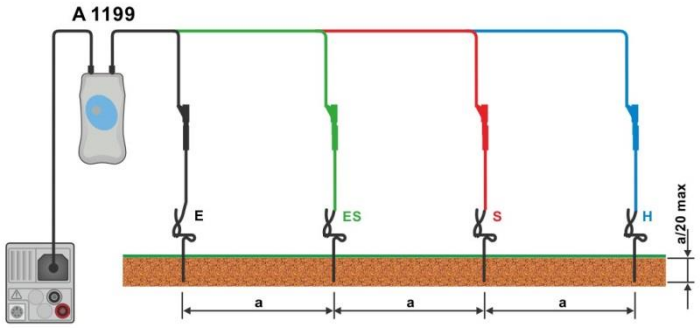

Figure 7.67: Specific earth resistance measurement
- Connect test leads to earth probes, see ***Figure 7.67***.